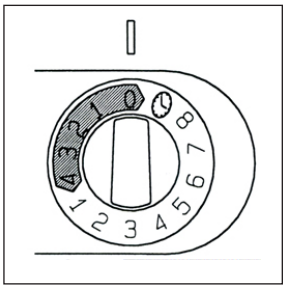

Figure 1. Timer
The heater is switched on by using the timer switch. The timer has two scales: the first one (with larger figures) is the "instantly on" section; that is, the heater is on for a selected period of time (0–4 hours). The other section is the so called "pre-set section" (1–8 hours), which is used to start the heater after a certain time. The heater starts when the timer has turned the switch back to the "instantly on" section, that is, at number four (4). After this, the heater will be on for about 4 hours, unless the switch is turned to zero before that. At zero (0), the supply to the elements is cut off and the heater is switched off. See fig 1.